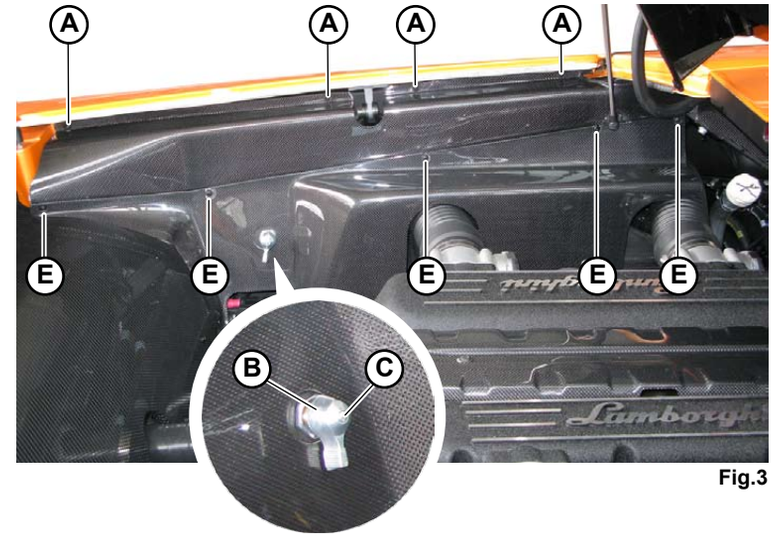

Fig.3
1. Unscrew the 4 top screws (**A-Fig.3**).
2. Detach the knob (**B-Fig.3**) by unscrewing the central screw (**C-Fig.3**).
Each of the 2 side panels is divided into two parts: an upper part and a lower part connected to each other with 4 screws (E-Fig.3/4).